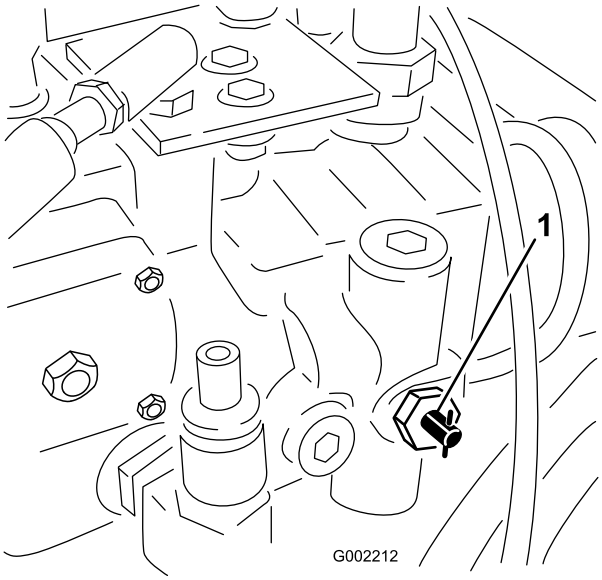

Figur 25
1. Drei taueventilen (Figur 25) 90 grader i begge retninger for å åpne den.